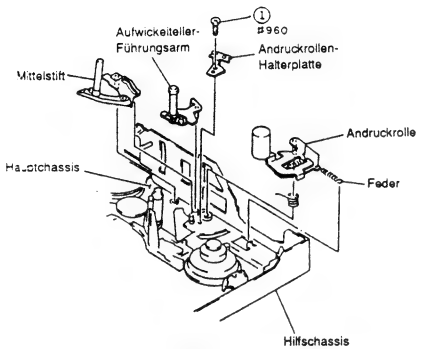

Abb. 2-54
1) Eine (1) Befestigungsschraube der Andrückrollen-Halteplatte entfernen (siehe Abb. 2-54).
(1) Andruckrolle
3) Die Feder zwischen der Andruckrolle und dem Hilfschassis freigeben (siehe Abb. 2-54).
(2) Aufwickelteller-Führungsarm, Mittelstifte
3) Den Aufwickelteller-Führungsarm aus dem Hilfschassis herausziehen (siehe Abb. 2-54).
5) Den Mittelstift aus dem Hauptchassis herausziehen (siehe Abb. 2-54).